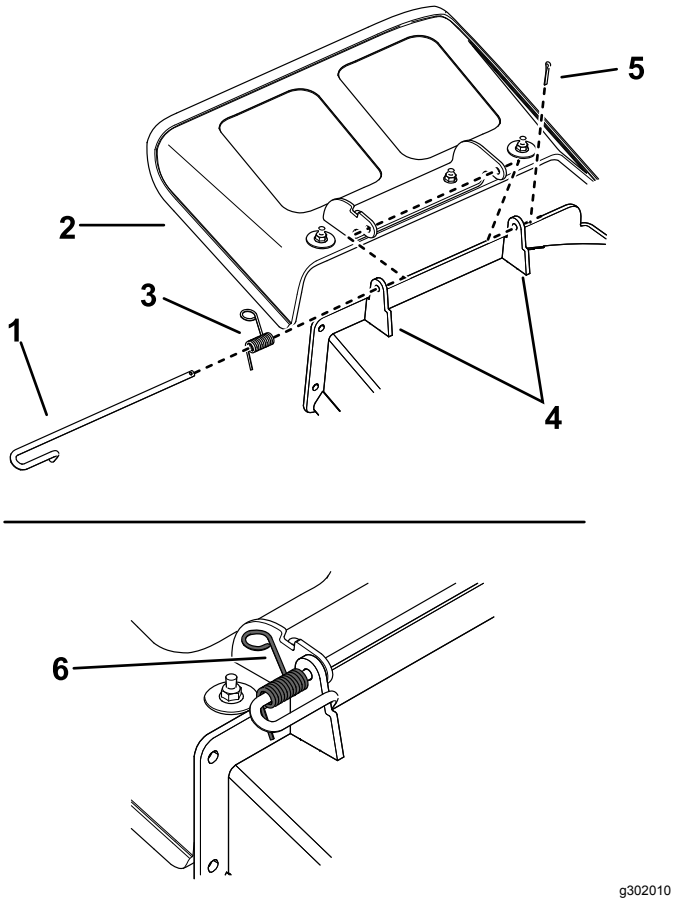

Figur 77
1. Ta bort saxpinnen från stångens ände (Figur 77).
2. Lossa fjädern från spåret i riktarfästet och skjut ut stången ur de svetsade däckfästena, fjädern och utkastarriktaren (Figur 77).
9. Montera saxpinnen på stångens ände (Figur 77).